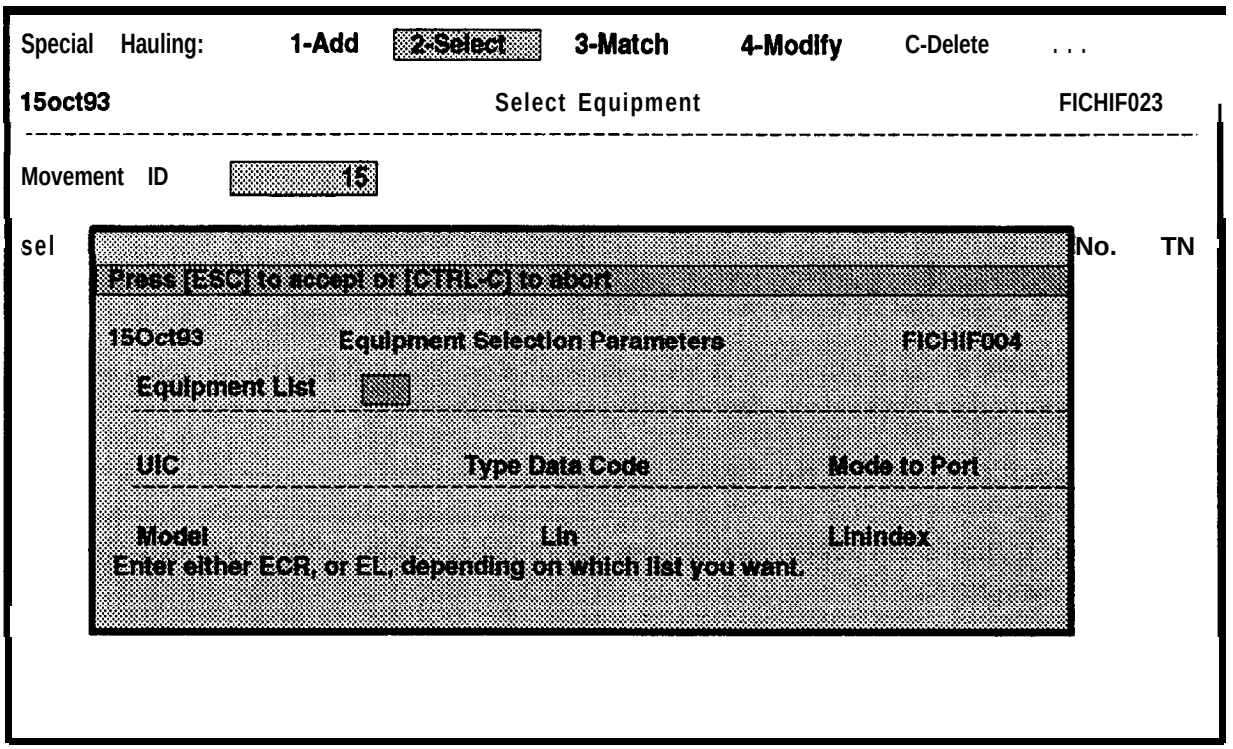

Figure 7-35. Equipment Selection Parameters Window
e. You will see the Equipment Selection Parameters window as shown in Figure 7-35. The cursor will be in the **Equipment List** field. This window is used to enter query criteria for equipment selection.